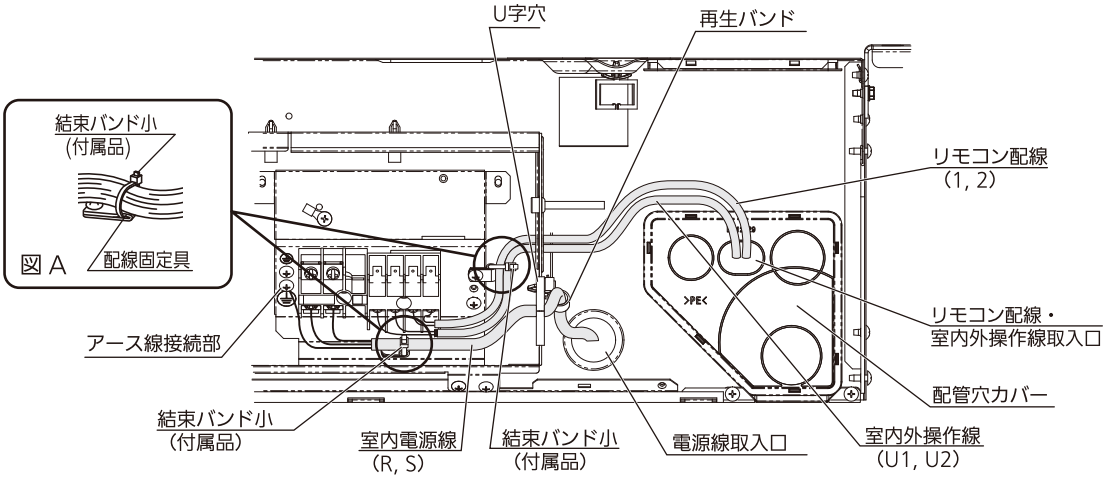

図31
- ワイヤードリモコン使用の場合、配管穴カバーにカッター等で穴を開けて、配線を通してください。（図31）
- 電源線を室内ユニット背面の電源線取入口から電装ボックス側面のU字穴を通し電装ボックスに引き込んでください。（図31）
- リモコン配線および室内外操作線を、室内ユニット背面右側のリモコン配線・室内外操作線取入口から電装ボックスの側面中央の穴を通し、電装ボックスに引き込んでください。（図31）